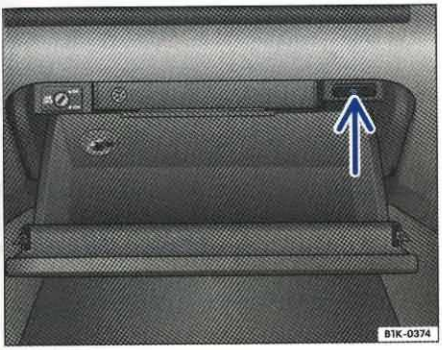

Rys. 89 Gniazdo multimedialne w schowku po stronie pasażera
Aby można było podłączyć zewnętrzne źródła sygnału audio do gniazda multimedialnego ⇒ rys. 89 (strzałka) w schowku po stronie pasażera, niezbędny jest specjalny przewód z nasadką. Musi on jedną stroną pasować do gniazda (3,5 mm stereo) ⇒ rys. 89, a drugą stroną do zewnętrznego źródła sygnału audio. Przewód jest dostępny w specjalistycznych sklepach.
- Wyjąć przewód z gniazda multimedialnego ⇒ rys. 89.